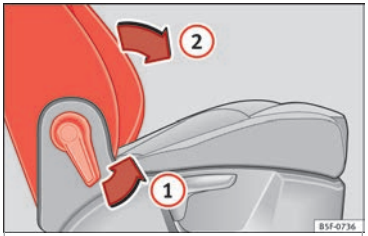

Fig. 148 Asiento del acompañante: palanca para abatir el respaldo.
• Tire de la palanca (1) ››› **fig. 148** y empuje el respaldo hacia adelante (2) de forma que el respaldo quede en posición horizontal.